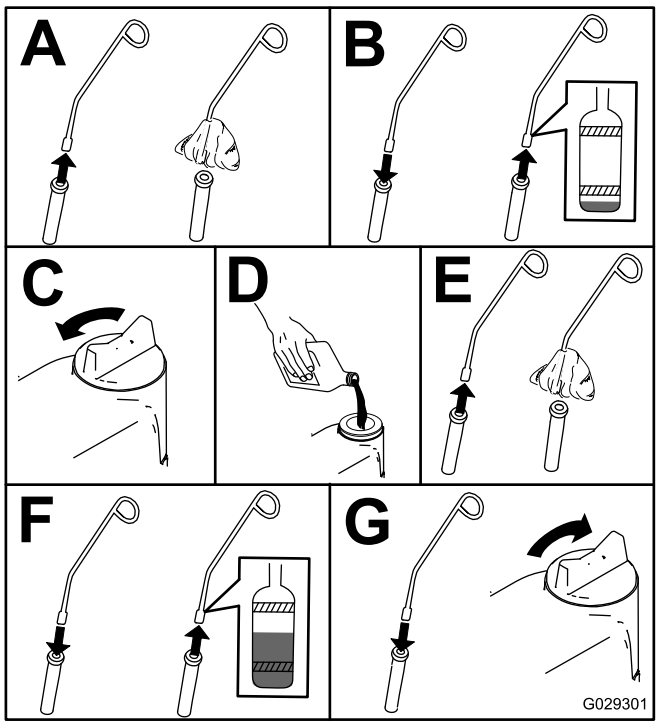

Figuur 50
3. Controleer het oliepeil zoals wordt getoond in Figuur 50.